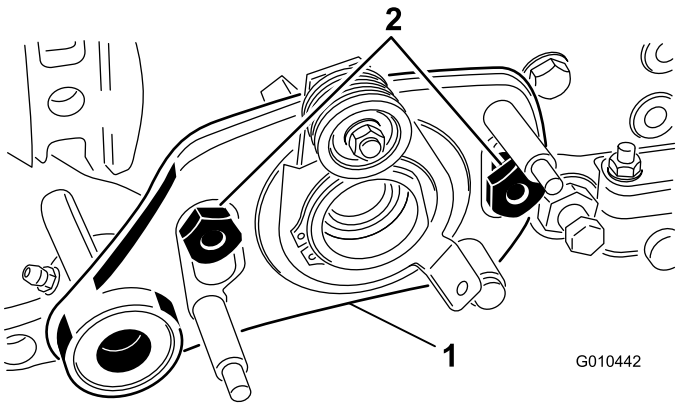

Figur 6
9. Indsæt venstre drivenhed på boltene, og fastgør med to ansatsmøtrikker (Figur 6).